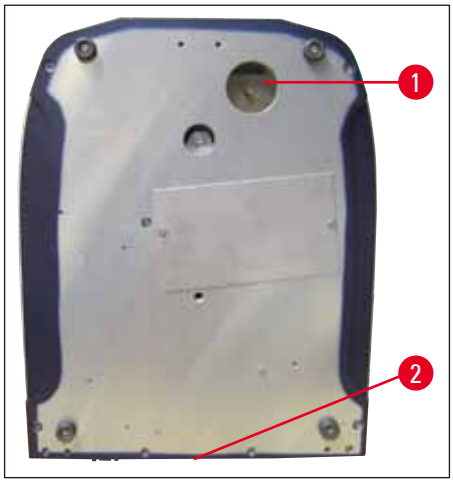

Fig. 7
- Base do aparelho (→ Fig. 7)
- Conecte a mangueira de drenagem (→ Fig. 7) à base do aparelho (→ Fig. 7-1).